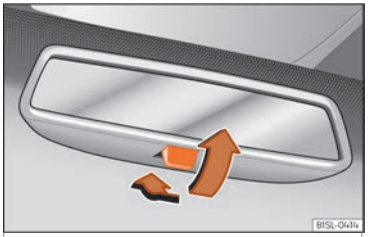

Fig. 117 Manual anti-dazzle function for rear vision mirror
- Pull the lever to the back to select the anti-dazzle function ››› Fig. 117.